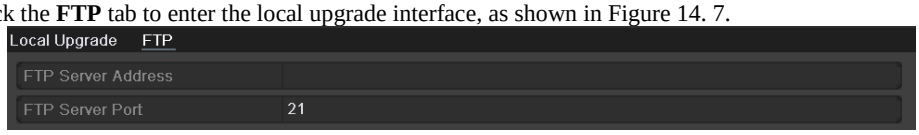

Figure 14. 6 FTP Upgrade Interface
2. Click the **FTP** tab to enter the local upgrade interface, as shown in Figure 14. 7.